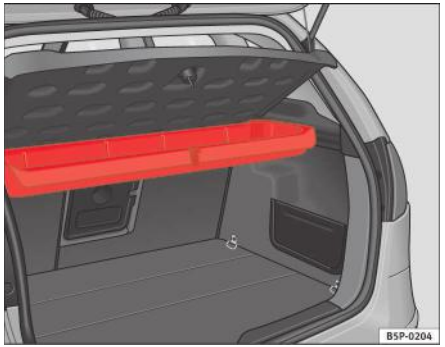
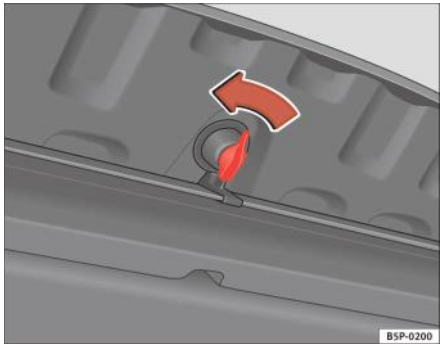

Fig. 120 Spaţiu de depozitare a triunghiului reflectorizant sub capacul posterior
Fig. 121 Deschiderea compartimentului de depozitare
Triunghiul reflectorizant* se află într-un compartiment de depozitare de sub copertina portbagajului ⇒ pagina 157, fig. 120. Pentru a deschide acest compartiment de depozitare, rotiți butonul* la 90° ⇒ pagina 157, fig. 121.
– Deschideți compartimentul de depozitare rotind butonul la 90° ⇒ pagina 157, fig. 121.